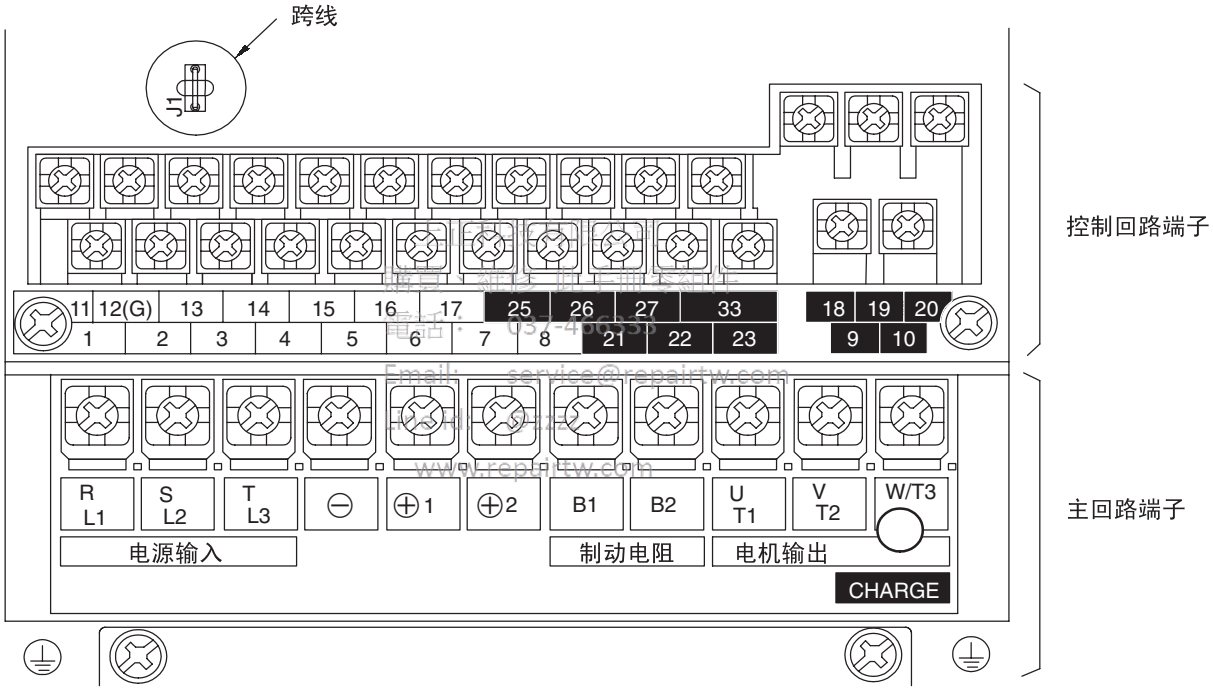

图 6.1 200V 级 0.4kW 的变频器的端子配置
• 作为使用电压输入端子的场合（设定值 0 或 1），请切断控制基板上的跨线 J1（参照图 6.1）不切断跨线而输入电压，会烧坏输入电阻。